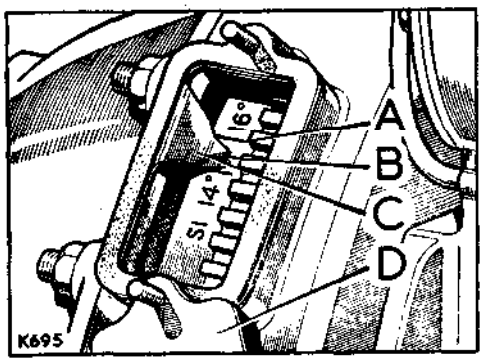

**Fig. A2-57. Timing marks at flywheel**
2. Continue to turn the crankshaft slowly until the applicable timing mark (see Fig. A2-57) is aligned with the timing pointer on the flywheel housing. If a 15° mark (for later pumps) is not provided, make a suitable mark midway between the 14° and 16° marks.
4. When the marks are correctly aligned, fully tighten the three securing nuts. Recheck the timing by turning the crankshaft in the direction of rotation until both valves of No. 1 cylinder are closed and the piston is ascending the bore on the compression stroke. Ensure that the timing line adjacent to letter 'A' on the driving plate is in alignment with the circlip mark, according to type, and that the 16° mark on the flywheel is exactly in line with the timing pointer, as previously illustrated in Fig. A2-57.